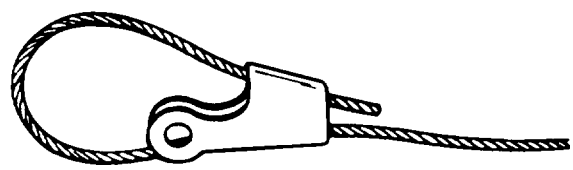

Figure 2-2. *Cable Loop*
1. Lead cable through socket and forma large loop. Draw cable end back through socket approximately 2 in. (50.8 mm) (Figure 2-2).